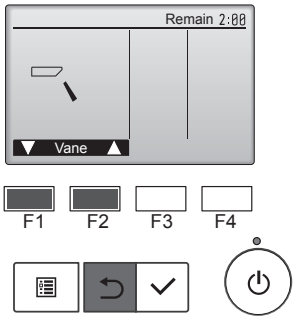

Fig. 7-4
② Drücken Sie die [AUSWAHL]-Taste, um den Vane-Bedienbildschirm aufzurufen, und prüfen Sie dann mit Tasten [F1] und [F2] die automatische Flügelbewegung. (Fig. 7-4)